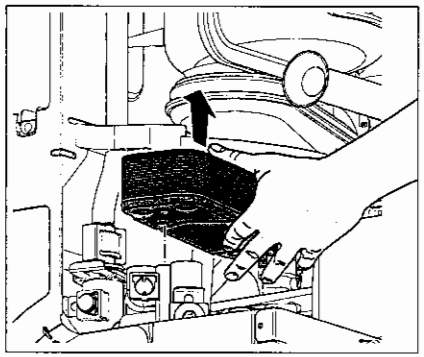

afb. 45 Platen warmtewisselaar vervangen
- Vervang de platen warmtewisselaar (afb. 45).